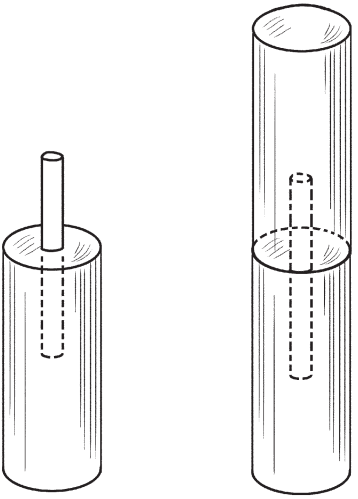

Рис. 78. Выполнение наращивания впритык
1. Для наращивания впритык (рис. 78) детали обрезают по торцу, в каждом находят центр и просверливают отверстия под штырь. Чтобы он плотно вошел в отверстия, он должен быть короче на 20–30 мм. Вставив штырь, детали надевают на него, ударяя кувалдой.